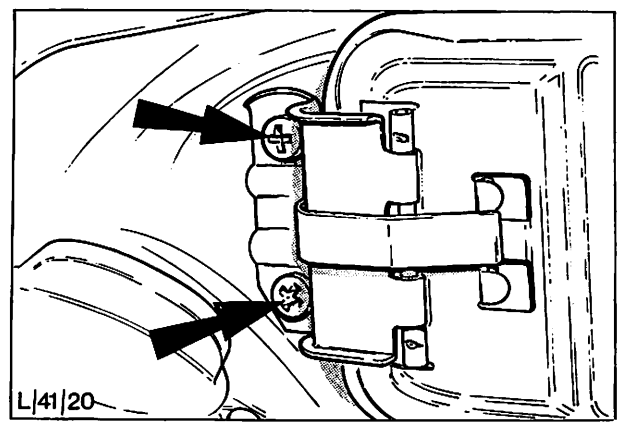

Abb. 63 Befestigungsschrauben – Tankklappe
1. Klappe öffnen und die beiden Befestigungsschrauben am Einfüllstutzen entfernen, Abb. 63.